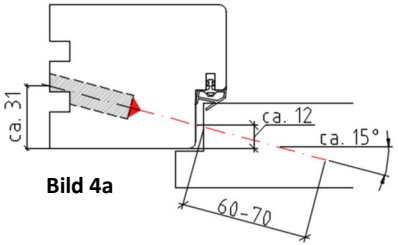

Bild 4a
- Vorbohren des Rahmenstocks (Ø 5,5mm) sowie Ansenkung (Ø 14mm) mit ca. 35mm Tiefe - Bild 4a und 4b
- Vorbohren der Oberblende (Ø 4.0mm) und der Distanzbeilagen – Bild 4a und 4b